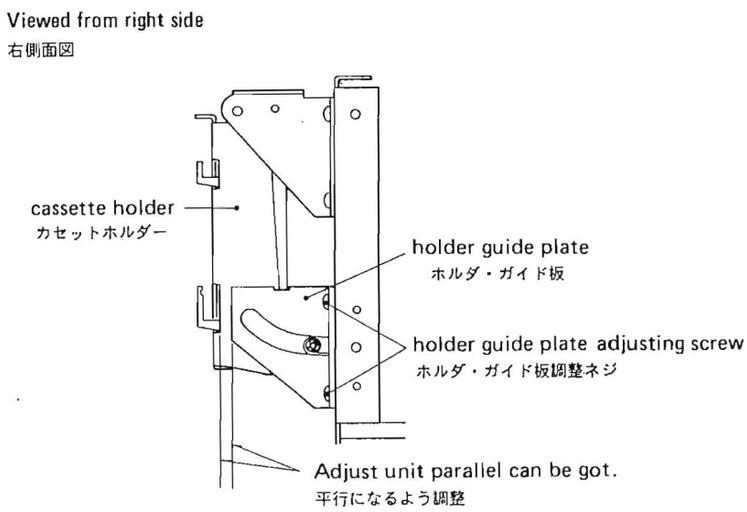

Fig. 5-8
1. Adjust the holder guide plate's mounting position so that when the cassette holder in which the cassette tape is inserted is closed, the parallel condition shown in Fig. 5-8 is obtained.